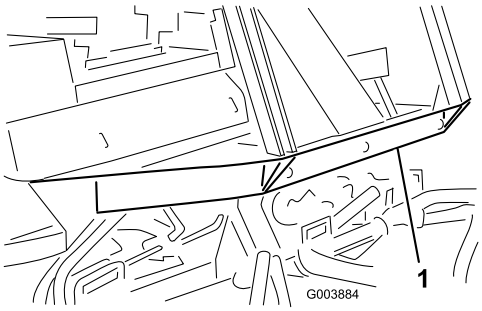

Figur 36
4. Fest en egnet kjede, stropp eller kabel til midten av den fremre rammedelen (Figur 36).